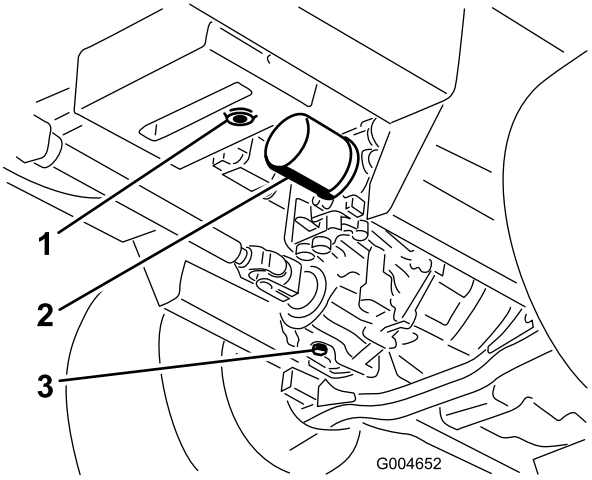

Figuur 69
3. Plaats een grote bak onder het hydraulische reservoir en de versnellingsbak en verwijder de aftappluggen om alle hydraulische vloeistof weg te laten lopen (Figuur 69).
4. Reinig de omgeving van het hydraulische filter en verwijder dit (Figuur 69).